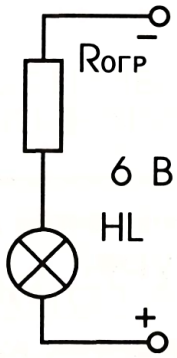

Рис. 2
3. На практике часто приходится включать потребители в цепь с большим напряжением, чем то, на которое они рассчитаны. В таких случаях последовательно с потребителем соединяют ограничительный резистор (рис. 2). На нем падает часть общего напряжения, и этим он предохраняет потребитель от перегрузки (перегорания).
б) Проверьте Ваши расчеты экспериментом, собрав электрическую цепь по рис. 2.